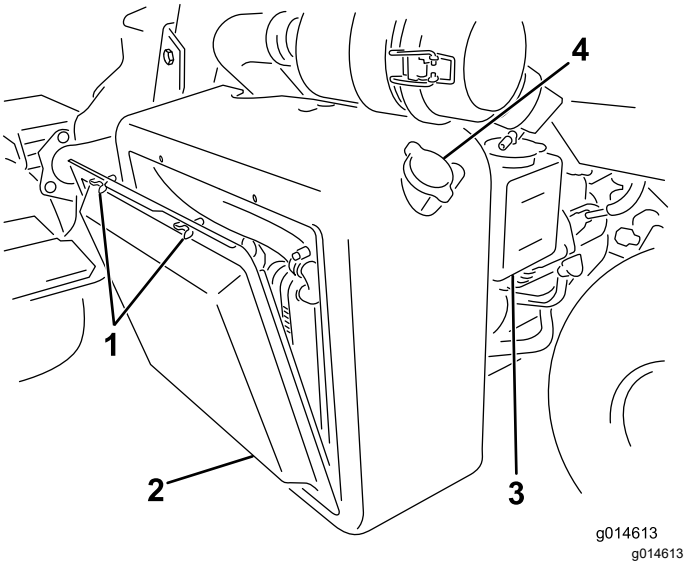

**Figur 46**
1. Afmonter kølergitteret (Figur 46).
2. Kontroller kølervæskestanden (Figur 46 og Figur 47).